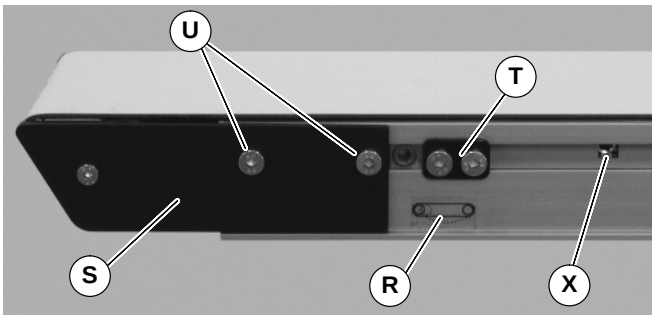
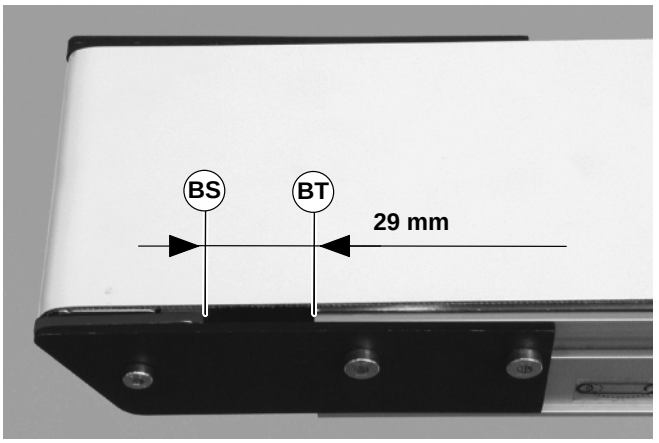

Abbildung 39
Abbildung 40
1. Am Spannende des Förderbandes, das mit einem Etikett gekennzeichnet ist (R siehe Abbildung 39), vordere Deckplattengruppe anpassen (S): Zu beiden Seiten des Förderbandes die Befestigungsschrauben lösen (U) und das Ritzel drehen (X), um die vordere Deckplattengruppe anzupassen.
2. Die vordere Deckplattengruppe so einstellen, dass die Kante der Achsenträgerplatte (BS siehe Abbildung 40) vom Förderbandende (BT) um 29 mm getrennt ist. Die Befestigungsschrauben (U siehe Abbildung 39) zu beiden Seiten des Förderbandes mit 7 Nm festziehen.
3. Falls mit Spurführungsnocken ausgestattet, (T siehe Abbildung 39), gegen die vorderen Deckplatten positionieren und Spurführung anpassen. Siehe „Spannen des Gurtes“ auf Seite 16.